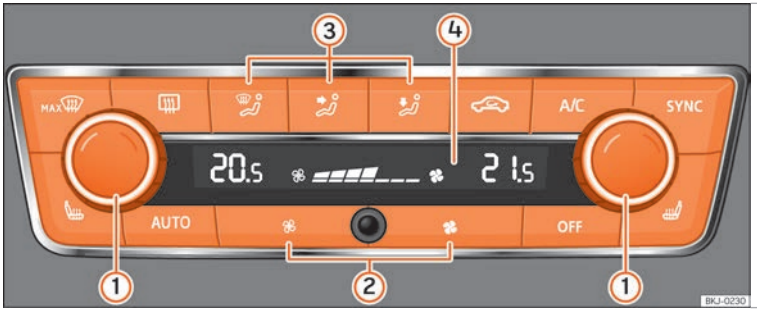

Fig. 172 Climatronic: elementos de controlo.
- Ajuste a potência do ventilador para zero **››› Fig. 172** ② ou pressione o botão **OFF**.
- Pressione o botão **AUTO ››› Fig. 172**.
• Ao ligar a ignição, pode utilizar o comando (1) ››› Fig. 172 para ajustar a temperatura interior desejada.
• Pressionar o botão MAX ››› Fig. 172.